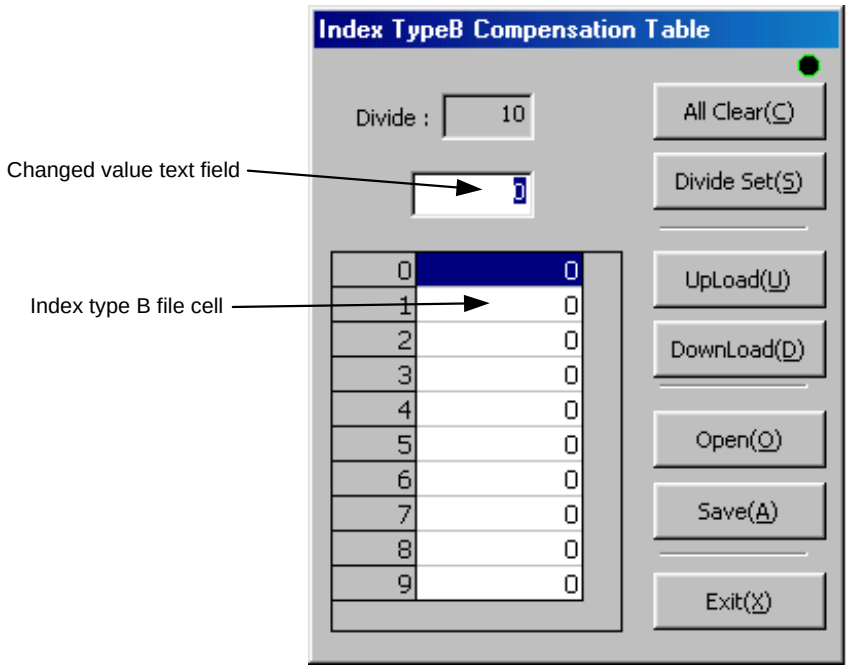

Figure 7.46 "Index TypeB Compensation Table" dialog box
Click *"Table Edit (E)"* in the "Index Type B" dialog box to display the "Index TypeB Compensation Table" dialog box (see Figure 7.46).